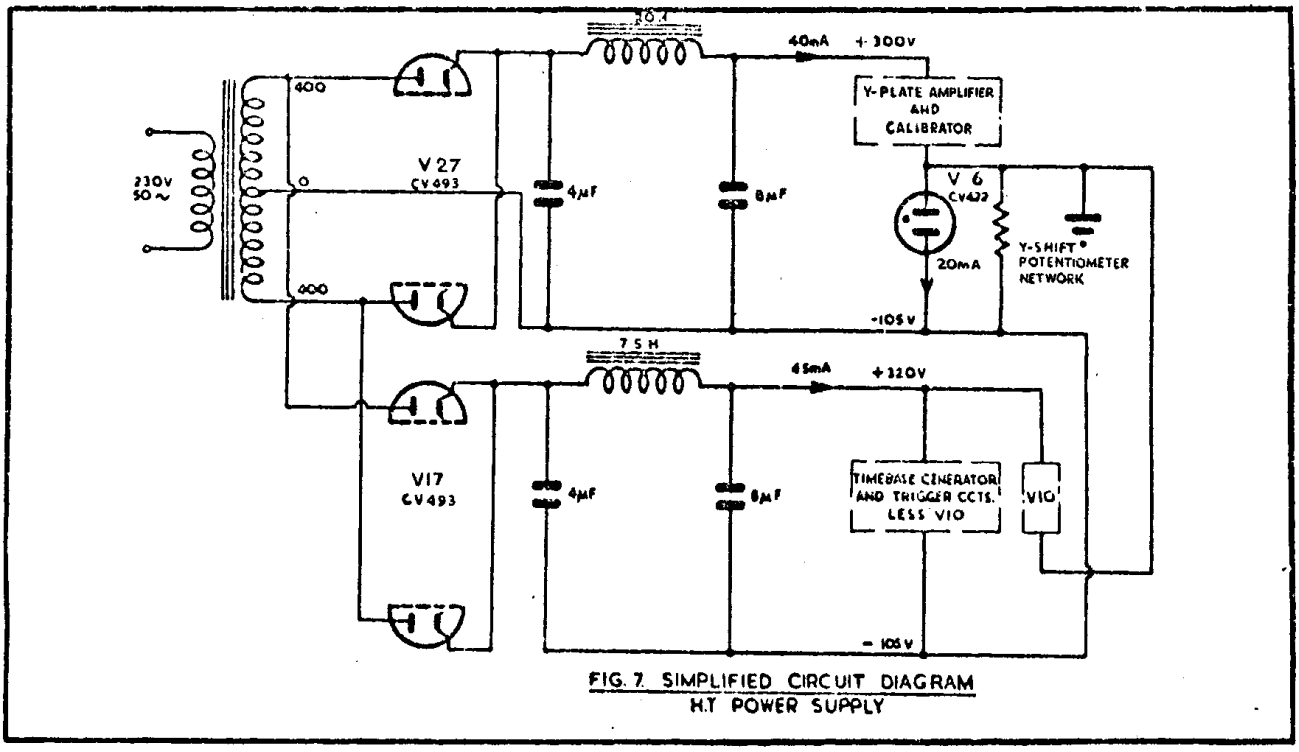

FIG. 7. SIMPLIFIED CIRCUIT DIAGRAM H.T. POWER SUPPLY
6.1 Reference should be made to the simplified circuit diagram, Fig. 7, and to the complete circuit diagram, Fig. 8.